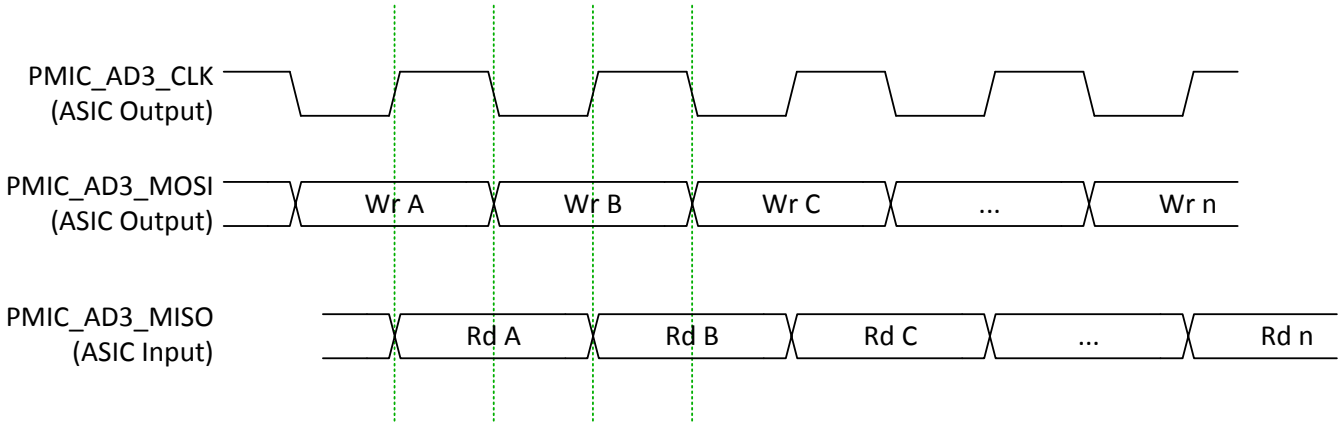

図 5-12. TPS99000-Q1 AD3 Data Capture and Transition
(1) The DLPC23x-Q1 communicates with the TPS99000-Q1 using a slight variant of SPI Transfer Mode 0 (that is, clock polarity = 0, clock phase = 0). Instead of capturing MISO data on the clock edge opposite from that used to transmit MOSI data, the DLPC23x-Q1 captures MISO data on the same clock edge used to transmit the next MOSI data. As such, the DLPC23x-Q1 SPI interface to the TPS99000-Q1 requires that MISO data from the TPS99000-Q1 remain active until the end of the full clock cycle to allow the last data bit to be captured. This is shown in 図 5-12.